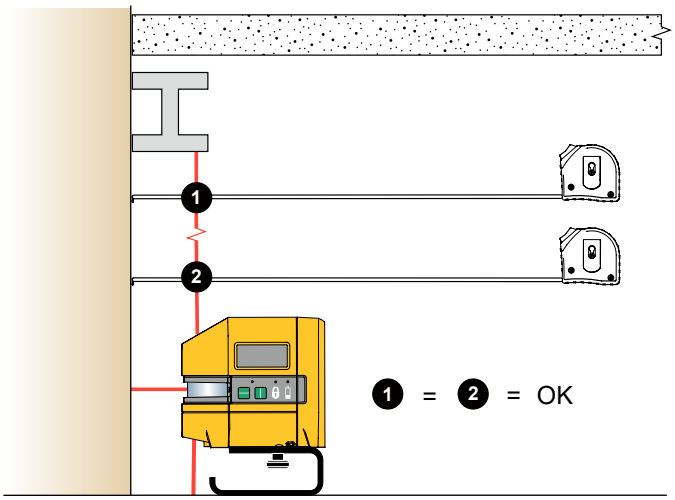

Rysunek 6. Kontrola pionu istniejącego obiektu
2. Zmierz odległość od obiektu do lasera w różnych odległościach od produktu. Patrz Rysunek 6. Jeżeli pomiary są takie same, obiekt jest pionowy.